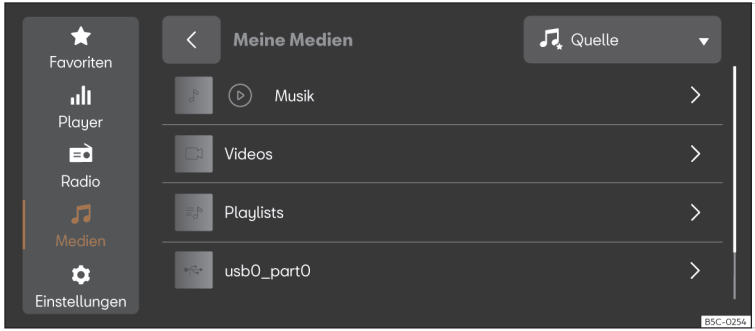

Abb. 177 Schematische Darstellung: Ansicht Medien.
- Drücken Sie **HOME** > ⓟ > ♫ >>> **(Abb. 177)**.